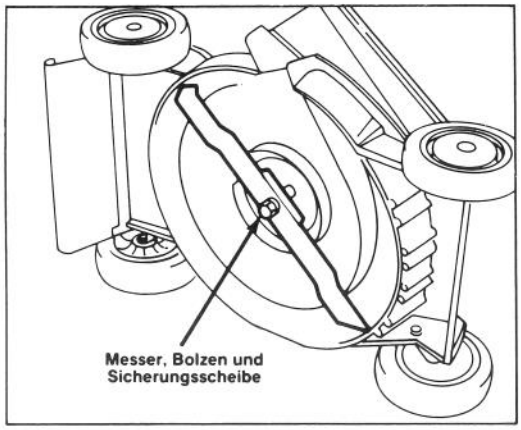

Abbildung 12
2. Kippen Sie den Mäher auf die linke Seite (Abb. 12).
3. Mäher auf die linke Seite kippen (Abb. 12).
5. ENTFERNEN DES MESSERS — Das Ende des Mähmessers mit einem Lappen oder einem dicken Handschuh anpacken. Messerbolzen, Sicherungsscheibe und Messer entfernen. (Abb. 12).